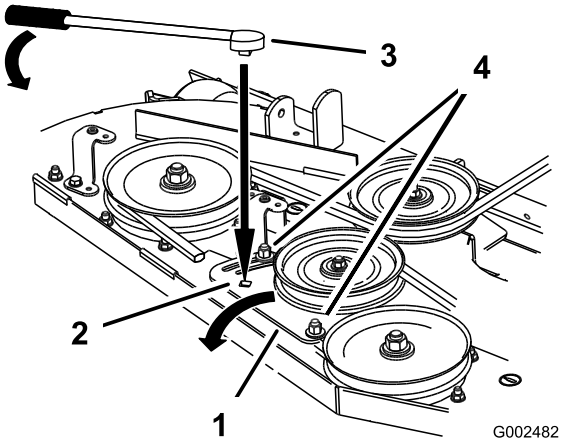

Figur 56
5. Om en justering behövs, lossar du klipparens remskivplatta och justerar den (Figur 56).
6. Sätt in en spärrhake eller stång i det fyrkantiga hålet i klipparens remskivplatta för att justera spänningen (Figur 56).
7. Öka remspänningen genom att vrida remskivplattan tills du känner motstånd och rotationen stannar. Fortsätt inte när rotationen stannar (Figur 56).
8. Dra åt remskivbultarna (Figur 56).
10. Justera remspänningen och remskivplattan om det behövs och dra åt alla beslag ordentligt (Figur 56).